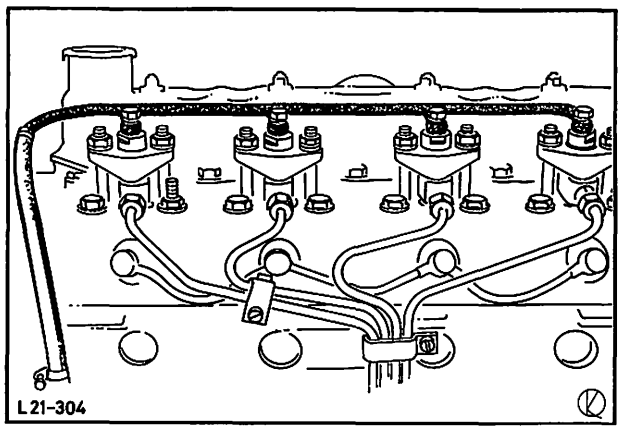

Abb. 85 Leckölleitung anbauen
64. Leckölleitung an Düsen und Einspritzpumpe anbauen, Abb. 85.